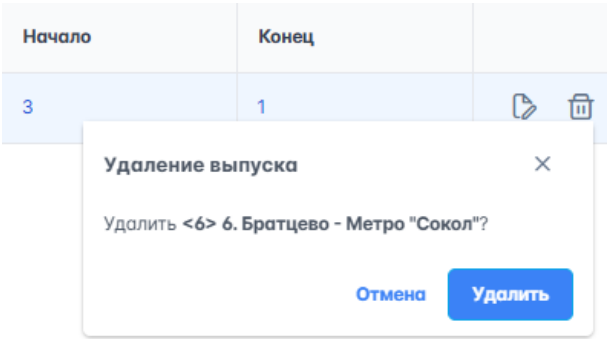

Рисунок 181 – Удаление записи в таблице
2. Нажать на , справа откроется окно подтверждения удаления (рисунок 181).